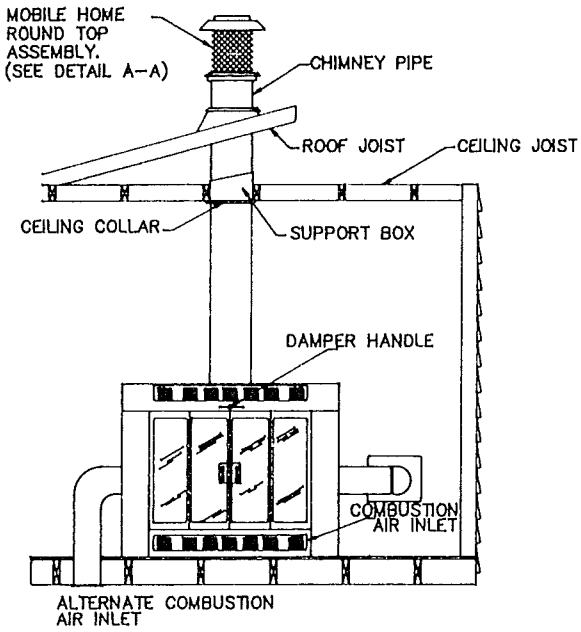

FIGURE 38
1. If your home is equipped with a built-in fireplace, it will be necessary to complete the installation of the round top assembly, rain cap, spark arrestor, and chimney pipe. See figure 38.